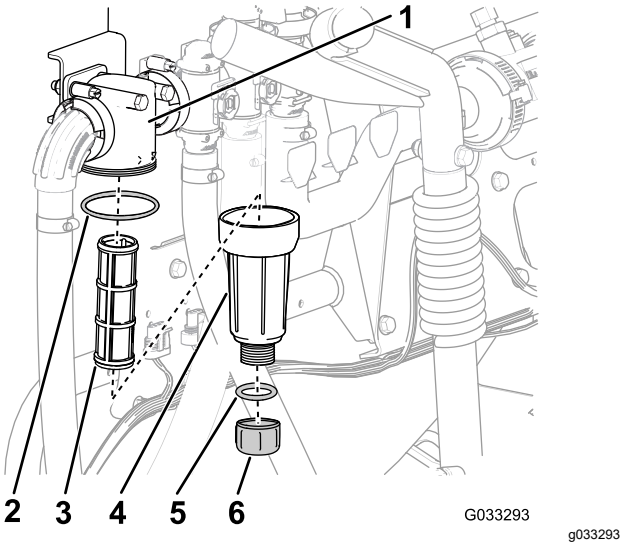

Figura 31
2. Posicione uma bandeja de drenagem embaixo do filtro de pressão (Figura 31).
3. Gire a tampa de drenagem no sentido anti-horário e remova-a do copo do filtro de pressão (Figura 31).
4. Gire o copo no sentido anti-horário e remova a cabeça do filtro (Figura 31).
5. Remova o elemento do filtro de pressão (Figura 31).
7. Verifique a junta do bujão de drenagem (localizada dentro do copo) e a junta do copo (localizada dentro da cabeça do filtro) quanto a danos e desgaste (Figura 31).
8. Instale o elemento do filtro de pressão na cabeça do filtro (Figura 31).
9. Instale o copo na cabeça do filtro e aperte-o manualmente (Figura 31).
10. Monte a tampa de drenagem no encaixe na parte inferior do copo e aperte-a manualmente (Figura 31).